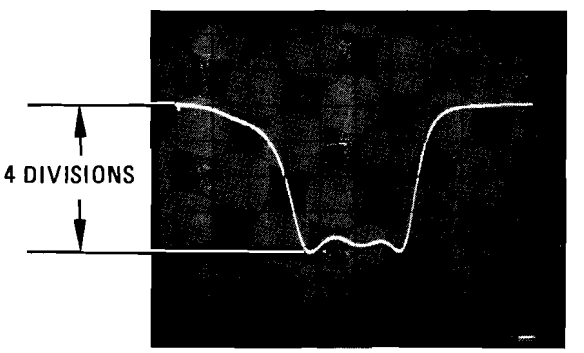

Figure 5-33. Second Converter Bandpass Display
g. Set FREQ SPAN/DIV to 5 MHz and check second converter bandpass display on oscilloscope CRT (Figure 5-33). If center of second converter bandpass is within two divisions of being centered on oscilloscope display, proceed to Second Converter Fine Bandpass Adjustment (step h).
h. Adjust A35L1, A35C1, A35C2 and A35C3 for a centered and symmetrical bandpass display as shown in Figure 5-33.